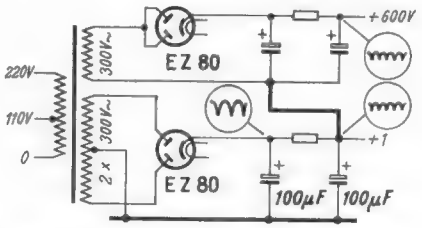

Bild 2. Verbesserter Netzteil, Brummspannung fast auf Null verringert
Abhilfe brachte eine Schaltung nach *Bild 2*, in der die Hochspannungswicklung mit dem Siebkondensator verbunden wird. Die hier auftretende Wechselspannung ist bereits geringer, so daß der Fehler behoben ist. Es empfiehlt sich aber, den 2 × 50-µF-Elektrolytkondensator durch einen solchen von 2 × 100 µF zu ersetzen. Die Wechselspannung, mit einem zweiten Oszillografen gemessen, ist dann am Punkt + 1 fast Null.
3. Der Regelbereich des Symmetrie-Einstellers im damaligen Bild 2 auf Seite 41 erwies sich als zu klein. Es muß ein Einstellpotentiometer von der doppelten Größe, also 2 kΩ linear, verwendet werden.